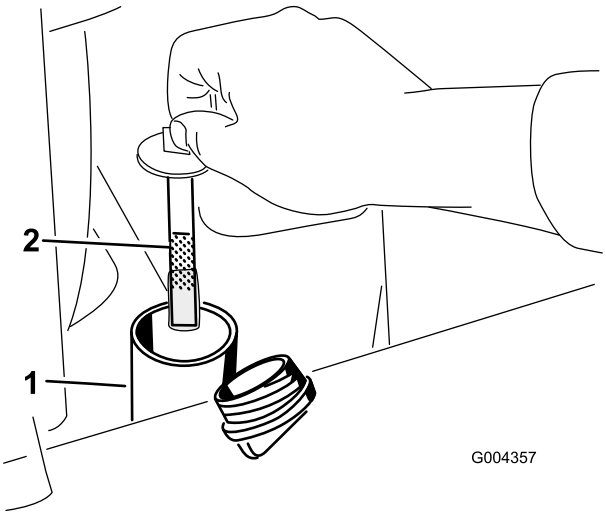

Figuur 56
5. Verwijder de dop van de hydraulische tank en de peilstok (Figuur 56).